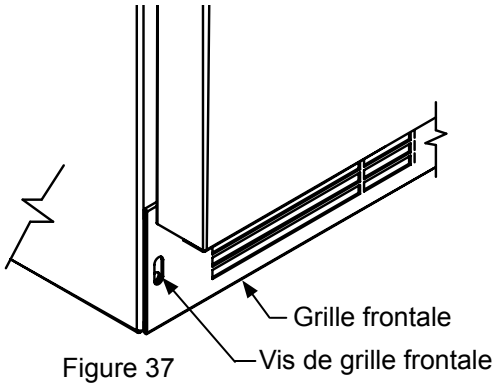

Figure 37
12. Retirez la grille inférieure à l'avant (voir Figures 37 et 38), puis utilisez une brosse et un aspirateur pour nettoyer la saleté et les débris sous l'appareil.